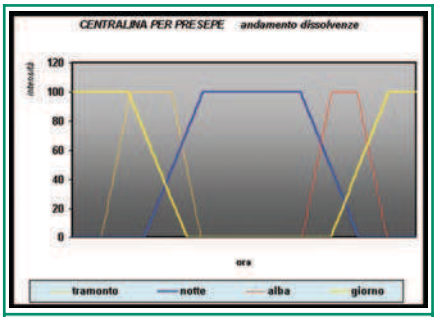

Figura 1: Andamento delle dissolvenze
Per meglio comprendere il ruolo svolto dalla centralina, analizziamone il funzionamento. Nel corso di questa analisi, per facilità di descrizione, individueremo i momenti del ciclo con le stesse ore del giorno e faremo riferimento al grafico di figura 1.
- Nel periodo invernale, il sole sorge circa alle 7.00 e tramonta alle 18.00, quindi abbiamo solo 9/10 ore di luce e circa 14 di notte, pertanto, la durata del giorno è minore di quella della notte (come visibile nel grafico di figura 1).